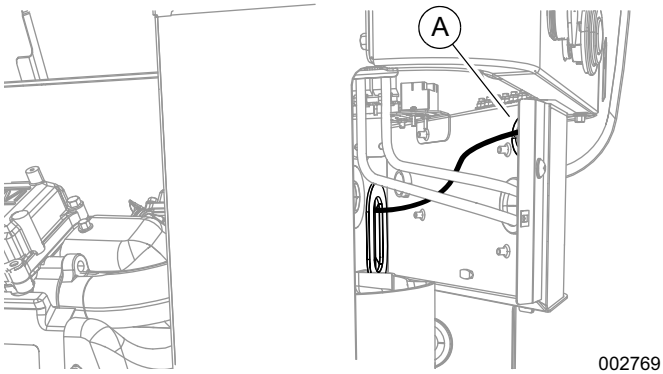

Figure 12. Câbles conducteurs acheminés vers le raccordement client
1. Voir ***Figure 12***. Faites passez les câbles conducteurs via le manchon du panneau de raccordement du client (A).